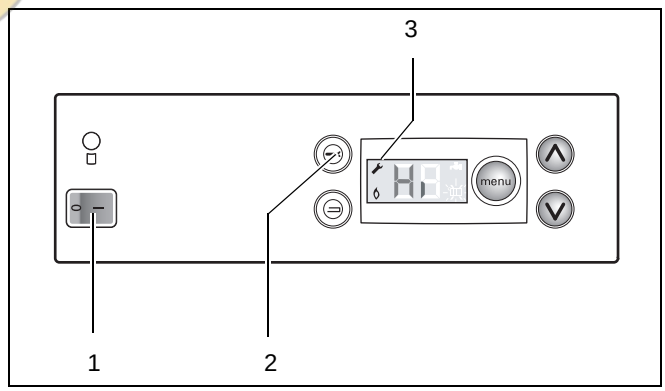

Рис. 30 DBA – режим Hi
- Включите котёл, для чего установите пусковой выключатель в положение "**1**" (→ рис. 30, [1]).
- Выключите котёл, для чего установите пусковой выключатель на DBA (→ рис. 30, [1]) в положение "**0**".
- Переведите котёл в режим "Hi", для чего дважды нажмите сервисную кнопку (→ рис. 30, [2]), вверху на экране появится гаечный ключ (→ рис. 30, [3]) (→ меню 2: "Сервисный режим" на стр. 24).
- Выключите котёл, для чего установите пусковой выключатель в положение "**0**" (→ рис. 30, [1]).
- Выключите котёл, для чего установите пусковой выключатель в положение "**0**"(→ рис. 30, [1]).